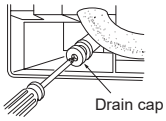

Fig. 3
4) Put the drain cap into the section to which the drain hose is to be attached at the rear of the indoor unit. (Fig. 3)